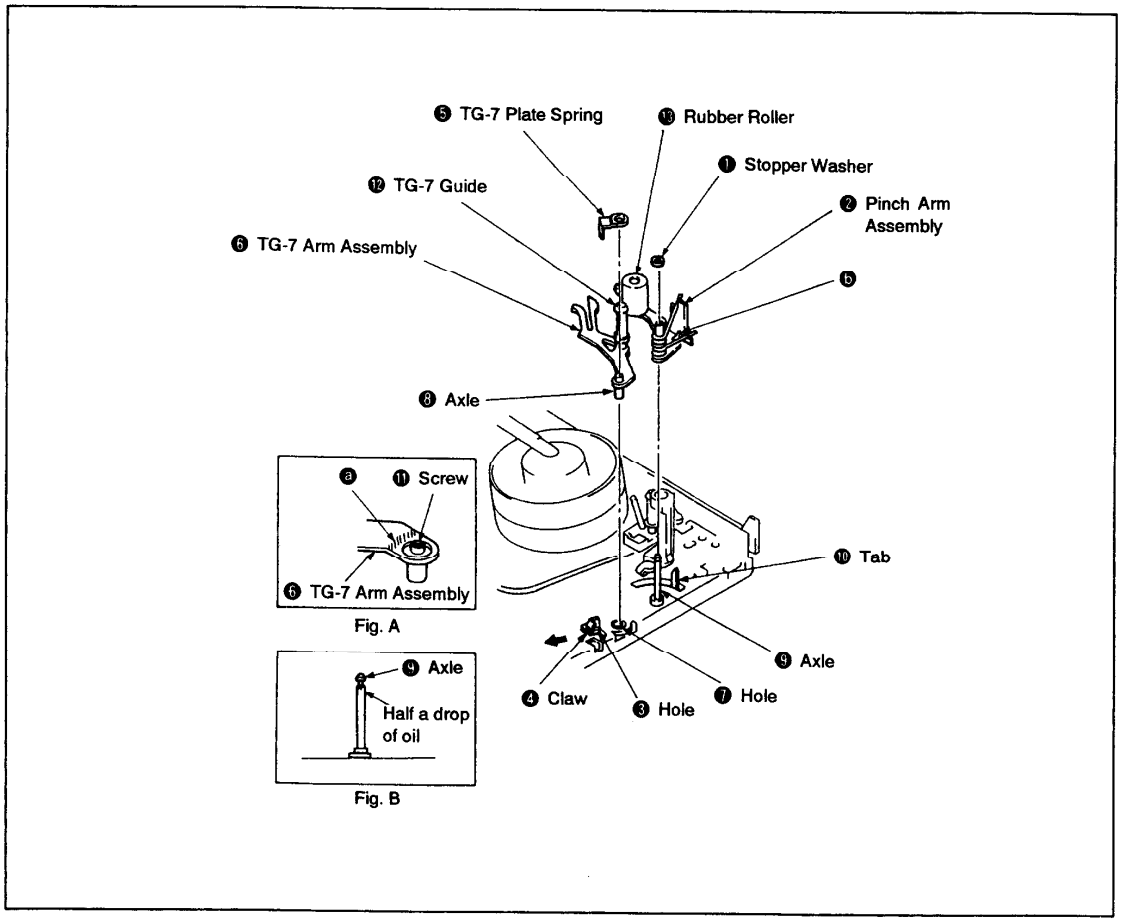

Fig. 3-8.
1. Removal (See Fig. 3-8.)
2. Installation (See Fig. 3-8.)